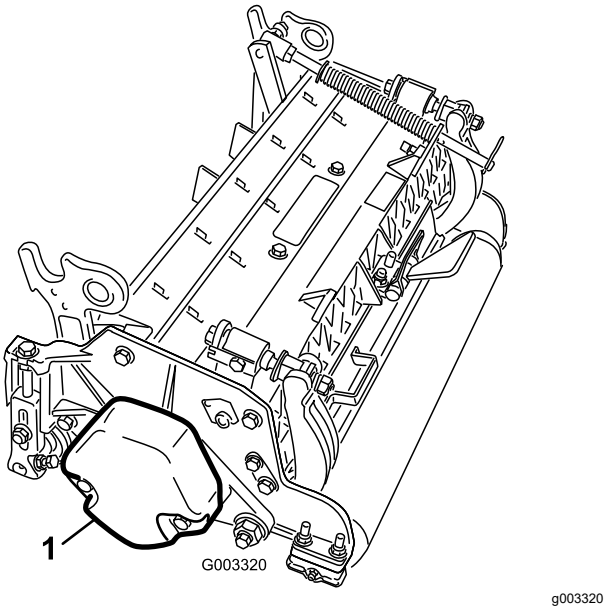

Figura 4
3. Asigurai-vă că ai montat contragreutatea (Figura 4) la capătul corespunzător al unităii de tăiere, conform descrierii din *Manualul operatorului* unităii de tăiere.